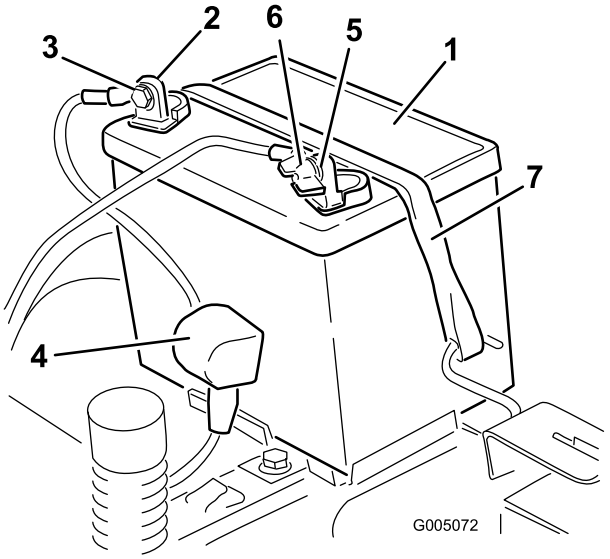

Figur 39
4. Lossa den jordade minuskabeln (svart) från batteripolen (Figur 39). Spara alla fästelement.
5. Dra upp gummihöljet på pluskabeln (röd). Lossa pluskabeln (röd) från batteripolen (Figur 39). Spara alla fästelement.
6. Ta bort batteriets låsfäste (Figur 39) och lyft ur batteriet ur batterilådan.
1. Placera batteriet i lådan (Figur 39).
5. Fäst batteriet med låsfästet (Figur 39).